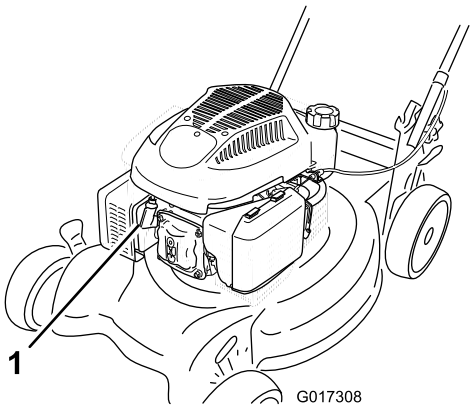

Figur 25
2. Lossa tändkabeln från tändstiftet (Figur 25) innan du utför underhåll.